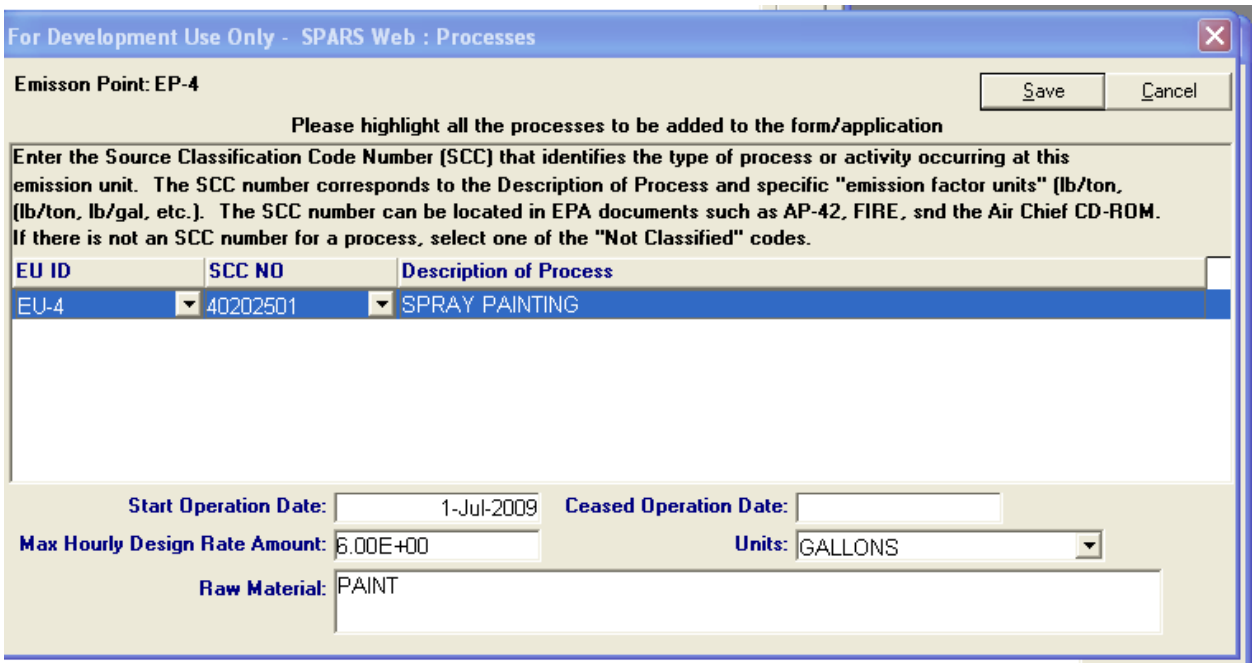

Figure 9.11 – Entering all pertinent information regarding this new emission unit/process.
5. Highlight the emission unit/process and complete the applicable text boxes shown at the bottom of the window. Save this information. See Figure 9.11